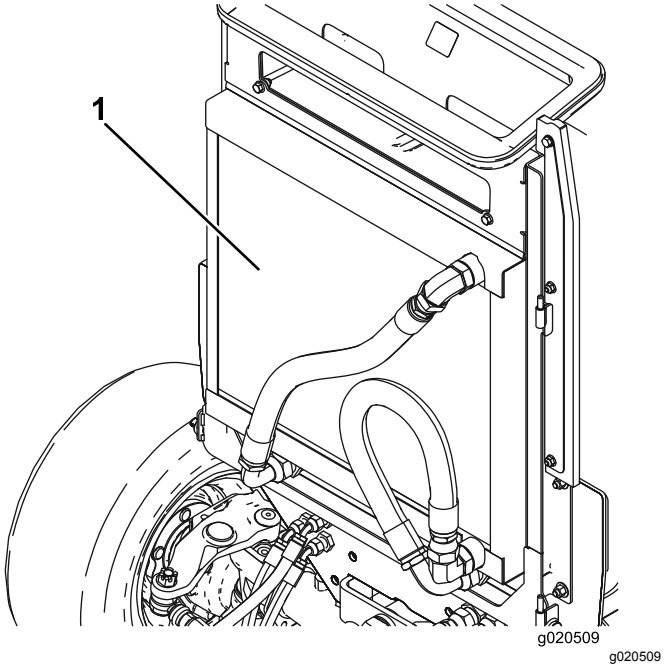

**Figuur 73**
3. Reinig beide zijden van de oliekoeler en de radiateur grondig Figuur 73) met perslucht. Begin aan de voorkant en blaas het vuil eruit naar de achterkant. Reinig vervolgens de oliekoeler vanaf de achterkant en blaas het vuil naar de voorkant. Herhaal deze procedure